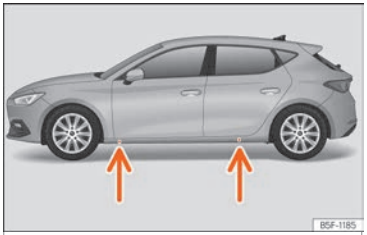

Abb. 45 Aufnahmepunkte für den Wagenheber.
- Suchen Sie am Längsträger die Markierung des Aufnahmepunktes für den Wagenheber (Eindrückung), die dem zu wechselnden Rad am nächsten liegt ››› Abb. 45.